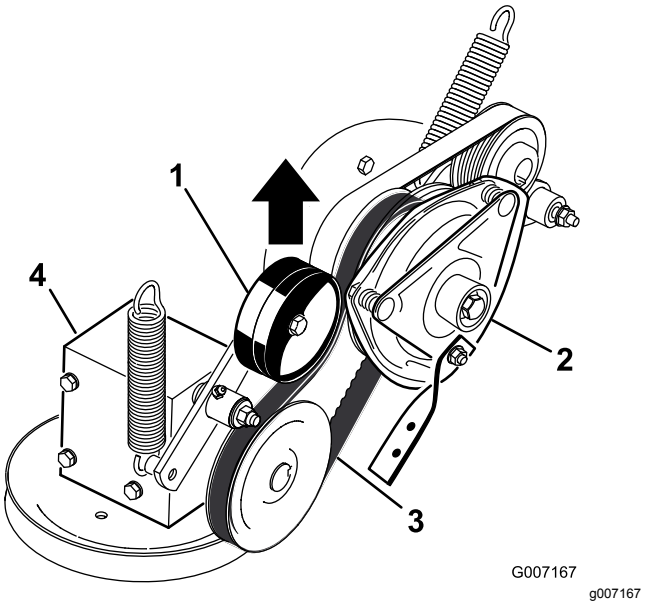

Figur 63
5. Dra upp kraftuttagsdrivremmens fjäderbelastade mellanremskiva och lossa remmen från kopplingsskivan (Figur 63).
17. Dra upp kraftuttagsdrivremmens fjäderbelastade remskiva och montera den på kopplingsskivan (Figur 63).